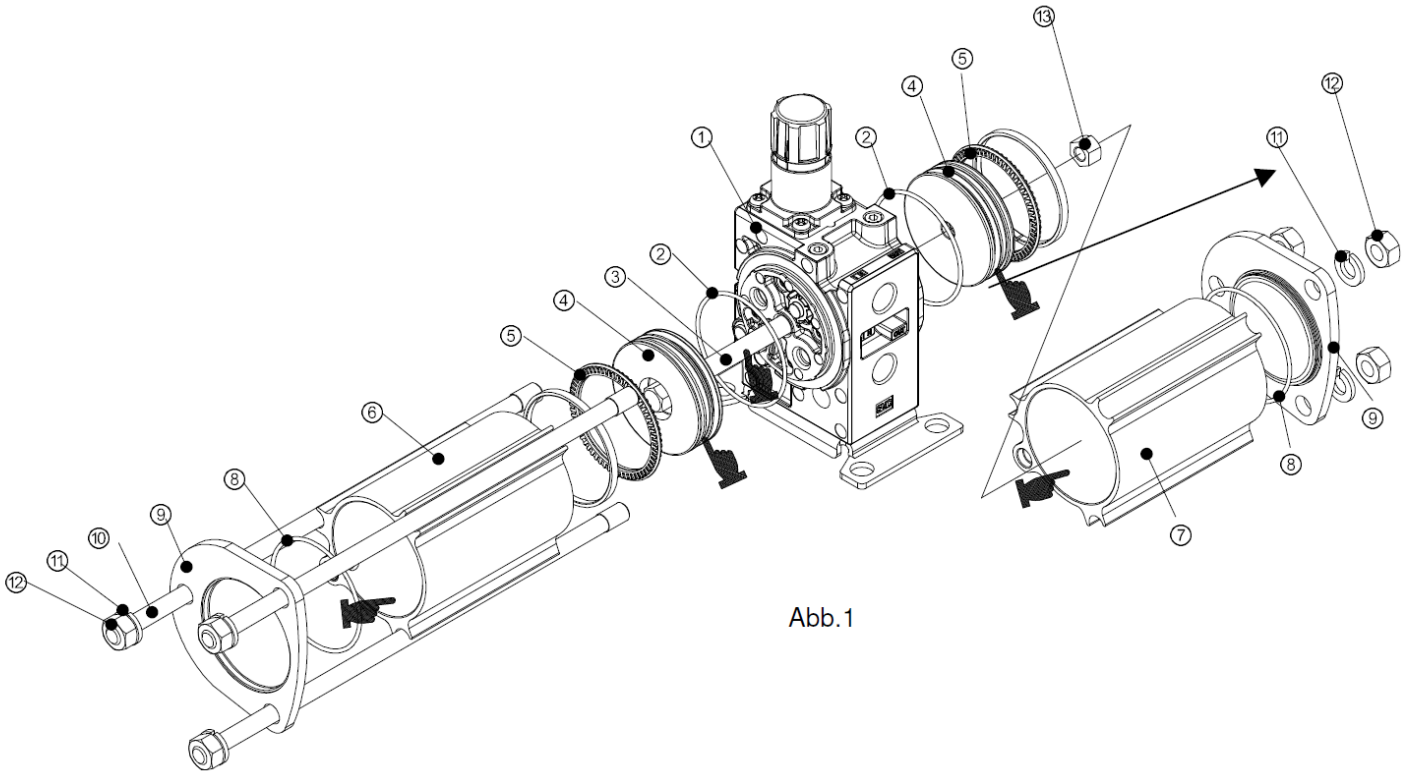

Abb.1
1) Tragen Sie Schmierfett auf die in Abb. 1 mit ☛ markierten Teile auf.
2) Schieben Sie die Kolbenstange (3) durch das Gehäuse (1) und montieren Sie den Kolben (4).
3) Tragen Sie einen Tropfen Loctite auf das Gewinde der Kolbenmutter (13) auf und ziehen Sie sie mit dem Steckschlüssel fest (Anzugsdrehmoment 21 Nm). **Wenn der Kolben korrekt montiert wurde, ist er nicht starr fixiert, sondern winkelbeweglich. Überschreiten Sie nicht das erforderliche Anzugsdrehmoment.**
4) Montieren Sie die O-Ringe (2) an der rechten und linken Seite des Gehäuses und montieren Sie die Zylinderrohre (6) und (7). **Beachten Sie, dass die montierten Zylinderrohre der rechten und linken Seite nicht identisch sind.**
5) Montieren Sie die O-Ringe (8) an den Seitenabdeckungen (9) und montieren Sie die Seitenabdeckungen auf der rechten und linken Seite der Zylinderrohre (6) und (7).
6) Schieben Sie die drei Zuganker (10) hindurch und ziehen Sie diese mithilfe der Sechskantmuttern (12) und Federscheiben (11) fest (Anzugsdrehmoment 42 Nm).